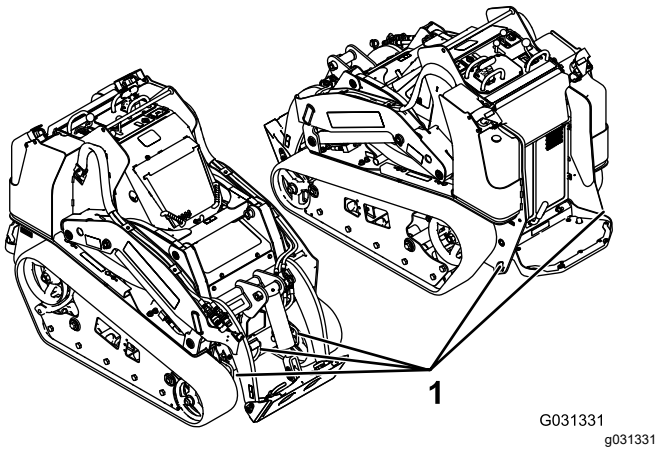

Рисунок 29
8. Используя металлические скобы для фиксации на машине, надежно прикрепите машину к прицепу или грузовику с помощью стропов, цепей, троса или веревок (Рисунок 29). Изучите местные нормативные документы по требованиям к креплению оборудования.
Вы можете поднять машину, используя в качестве такелажных точек скобы для фиксации/подъема; см. Рисунок 29.